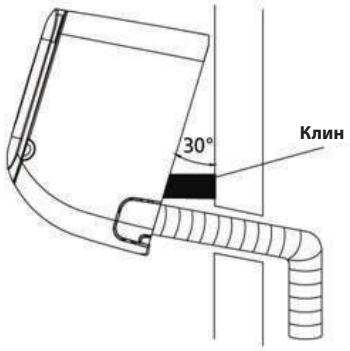

Рис. 3.13
2. Подоприте блок с помощью кронштейна или клина, чтобы обеспечить возможность подсоединения трубопровода хладагента, сигнального кабеля и сливного шланга. Примерный вид показан на ***рис. 3.13***.